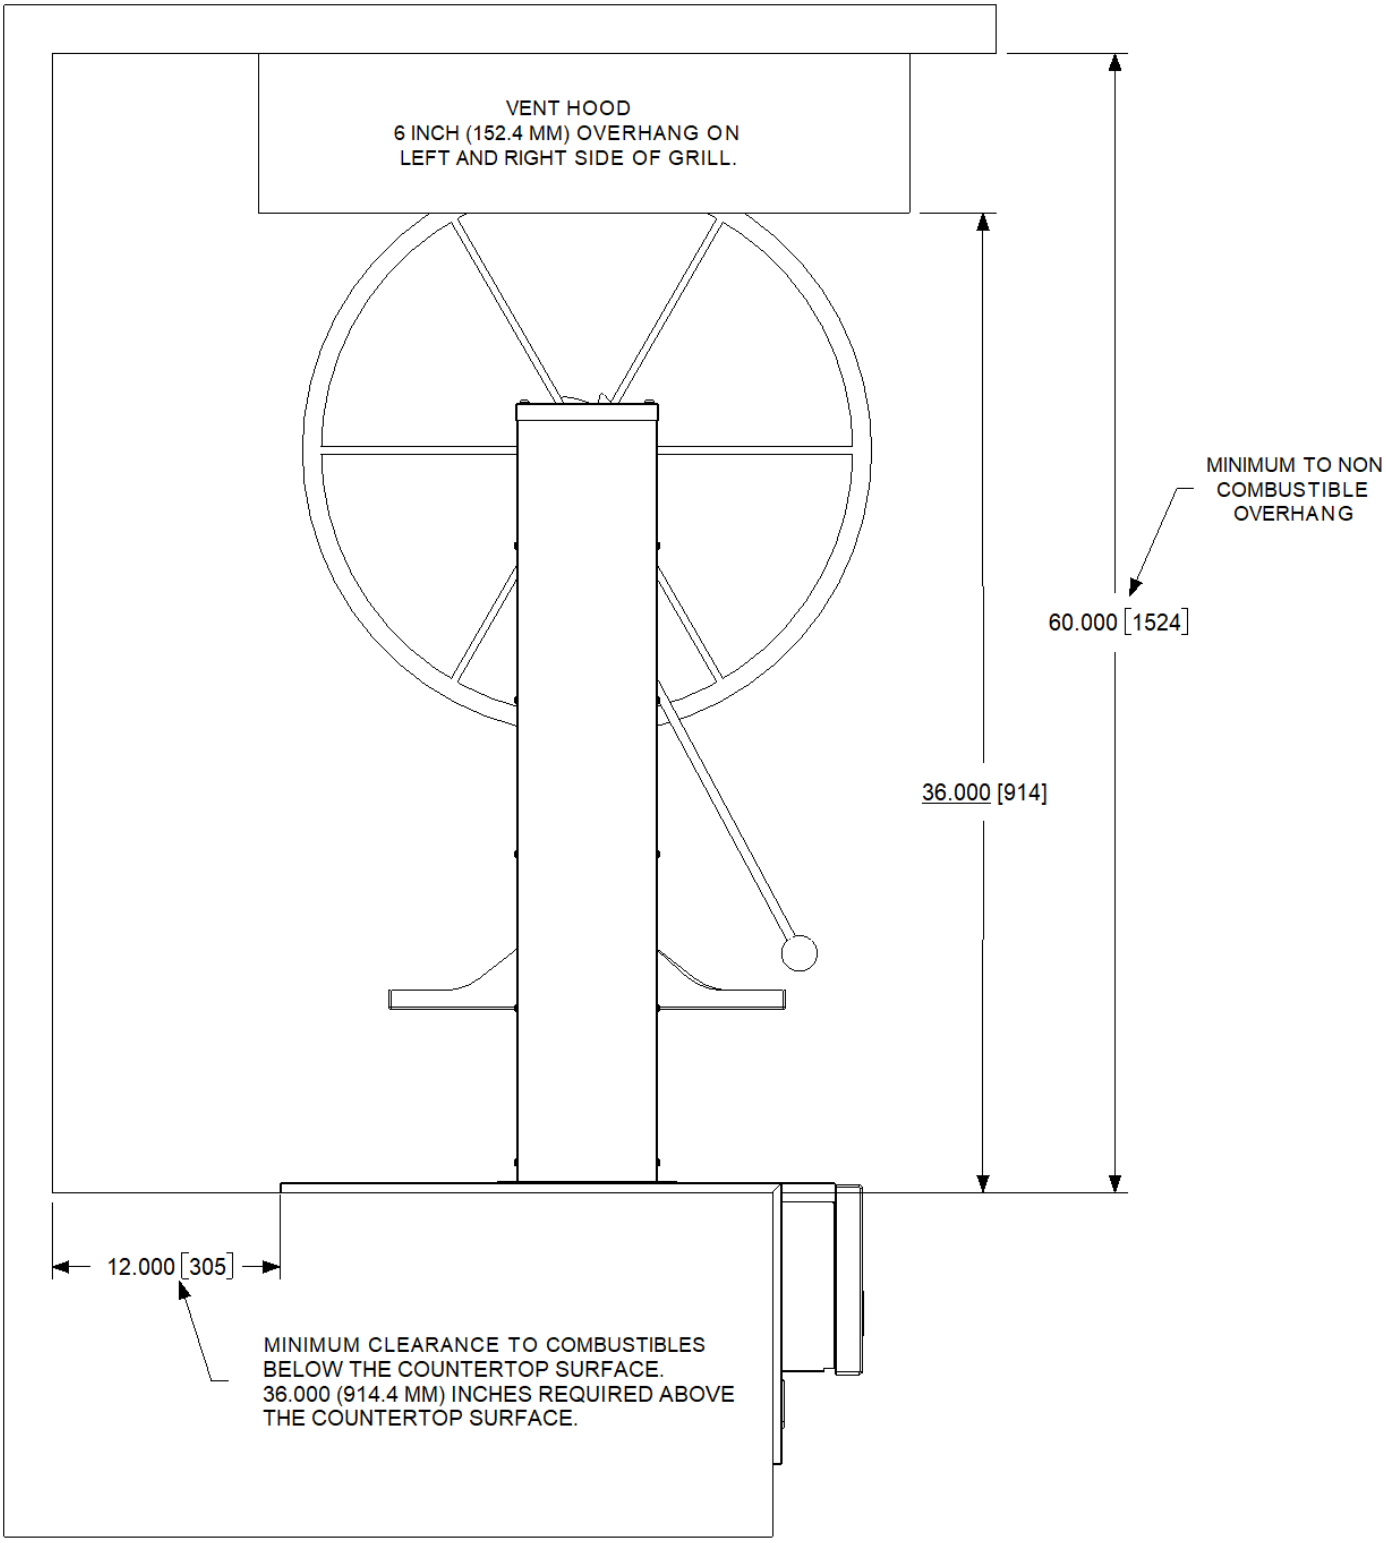

FIGURE 3. REFERENCE DRAWING FOR CUT-OUT DIMENSIONS
- FIGURE 3. REFERENCE DRAWING FOR CUT-OUT DIMENSIONS ____ 15
For non-combustible applications, the grill drops into the opening specified in the cutout detail drawings (See “Figure 3”) and hangs from its countertop trim.